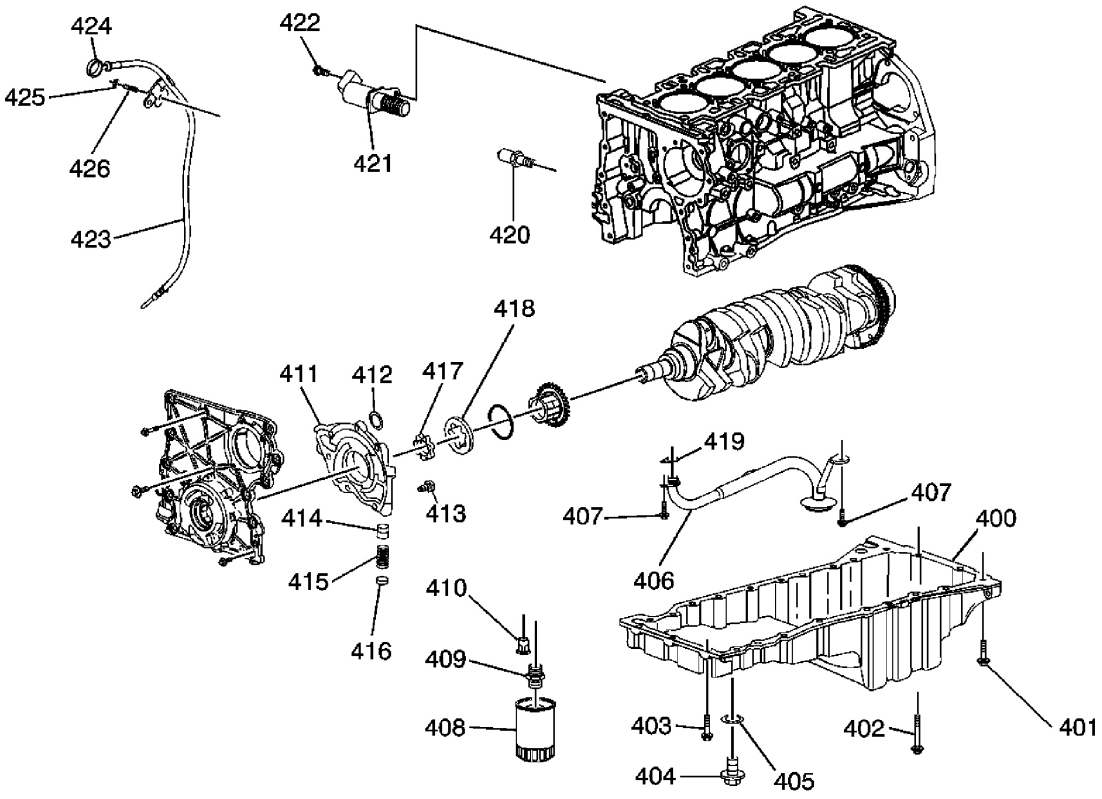

**Fig. 19: Identificación de los componentes de lubricación**
**Llamadas con respecto a la Fig. 19**